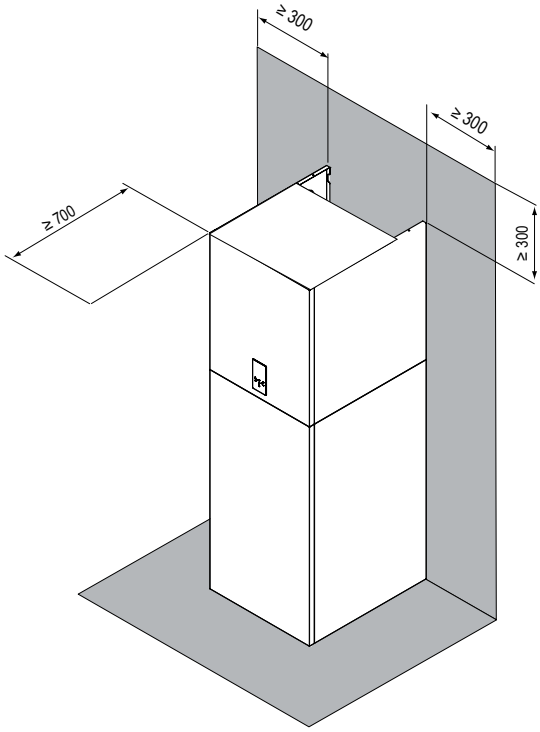

fig. 8 - area operativa minima per l'unità interna
- Lo spazio intorno all'unità è adeguato per la manutenzione, vedi fig. 8.